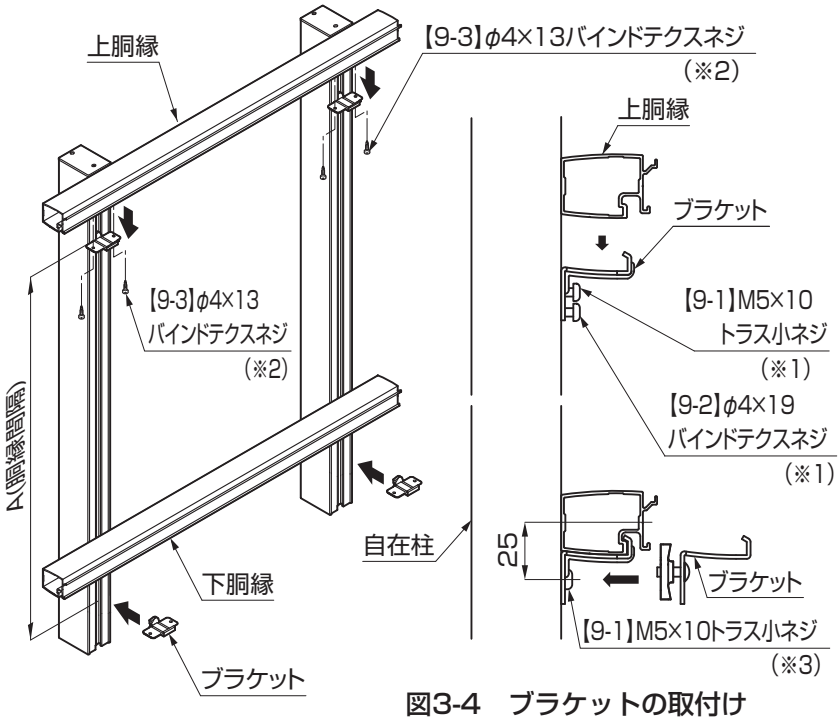

図3-4　ブラケットの取付け
④【9-1】、【9-2】を一旦ゆるめて（※1）、上胴縁をブラケットにはめ込み、再び締め付けてください。
⑤上胴縁とブラケットを【9-3】で固定してください。（※2）
⑥④の胴縁からA寸法の高さになる位置で下胴縁をブラケットにはめ込み、【9-1】（※3）で取付けてください。（図3-4参照）